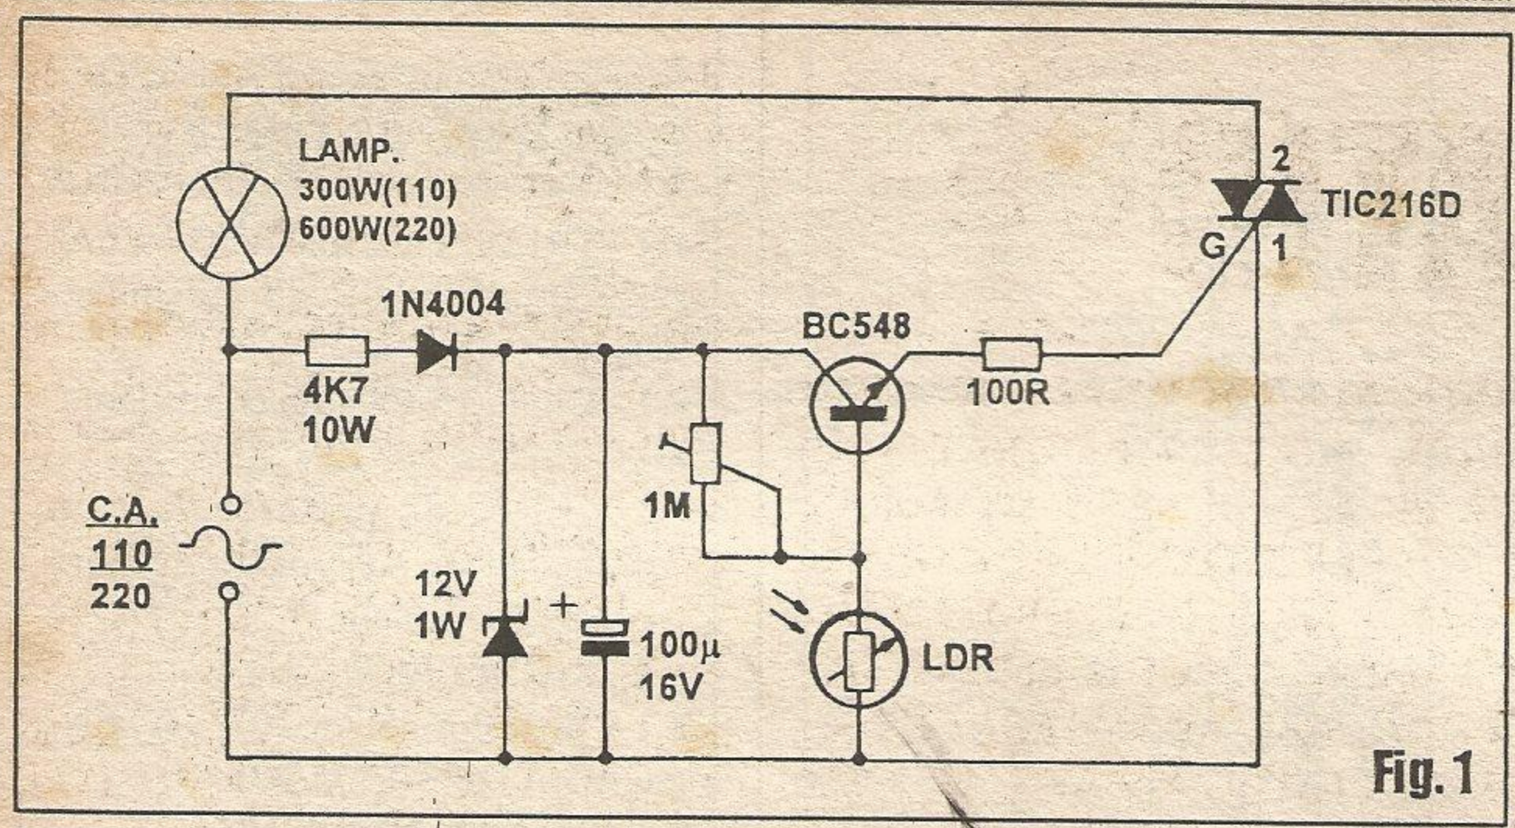

Fig. 1
**- FIG. 1 - DIAGRAMA ESQUEMÁTICO DO CIRCUITO -** Todos os componentes e conceitos técnicos aplicados no circuito, *já são de conhecimento do aluno assíduo*... Entretanto, como é norma nas descrições das nossas montagens, vamos *dar uma geral* no funcionamento do arranjo: basicamente o circuito apresenta dois módulos, sendo um de alta potência, operando diretamente com a energia de alta tensão e corrente considerável, presente na rede C.A. local (110 ou 220 volts), e outro, mais *"delicado"*, trabalhando sob baixa tensão C.C. (e comandando a parte mais *brava* do circuito, conforme veremos...). Inicialmente, um arranjo simples de retificação, *derrubada* da corrente/tensão, estabilização e filtragem, entra em ação com o resistor de 4K7 x 10W, diodo 1N4004, diodo *zener* de 12V x 1W e capacitor eletrolítico de 100u x 16V, *transformando*, de forma barata e direta, a alta tensão C.A. em baixa tensão C.C. (12V) para alimentação do setor de sensoreamento e *drive* do circuito... em seguida, um arranjo (também simples, pois desejamos manter a *coisa* barata e pequena...) formado pelo LDR, transístor BC548 e resistor variável de ajuste (*trim-pot*), executa uma função de *chave eletrônica controlada pela luz*... Explicando: quando a luminosidade sobre o LDR *diminiu*, a resistência deste aumenta consideravelmente (já estudamos isso, em detalhes, há pouco tempo...), com o que o transístor passa a receber, em seu terminal de **base**, polarização **positiva** (via *trim-pot* de ajuste...), entrando em forte condução no seu circuito **coletor/emissor**... Um TRIAC (TIC216D), nessa circunstância, recebe através do resistor de 100R, pelo seu terminal de *gate* (G) o necessário nível de polarização para manter o dito tiristor de *mão dupla* disparado (ligado em ambos os semi-ciclos da C.A. que o energiza...). Já quando a iluminação sobre o LDR *aumenta*, ao atingir certo nível, a resistência deste *cai* a valores tão baixos, que a **base** do BC548 passa a receber polarização **negativa** (através do próprio LDR...), com o transístor entrando em *corte*... Nessa condição, fica *negada* a corrente de *gate* para o TRIAC, que - por sua vez - *desliga*, inibindo a passagem da energia destinada à carga... Falando em *carga*, esta é representada por uma ou mais lâmpadas, entre o terminal **2** do TRIAC e um dos *polos* da C.A. local... Observar que os dois blocos do circuito apresentam um *terra comum* ao qual estão eletricamente acoplados a linha do **negativo** da alimentação do setor de baixa tensão e o terminal **1** do TIC216D, tudo isso levado ao *outro polo* da C.A., numa configuração simples e direta... O nível de iluminação necessário